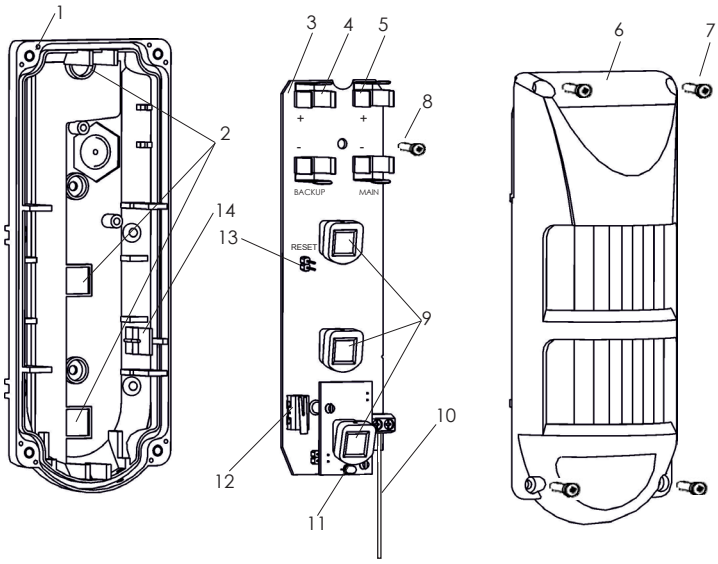

Рисунок 1 – Конструкция «Ri-OMD-1»
Датчик (рисунок 1) состоит из основания (1), печатной платы (3) и крышки (6). На печатной плате расположены держатели двух батарей CR123A – основной (5) и резервной (4), три ИК пироприемника (9), антенна (10), входит в комплект поставки, двухцветный световой индикатор (11), датчик вскрытия корпуса (12), и контакты RESET (13). Печатная плата фиксируется на основании защелкой (14) и винтом (8). Крышка (6) крепится к основанию (1) четырьмя винтами (7) с использованием герметизирующей прокладки.